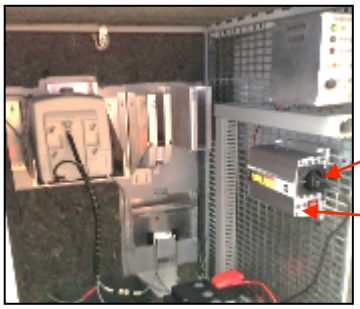

Abb. 2.11.2
1. Netzstecker des TP-20 aus dem Spannungswandler herausziehen. (Abb. 2.11.2)